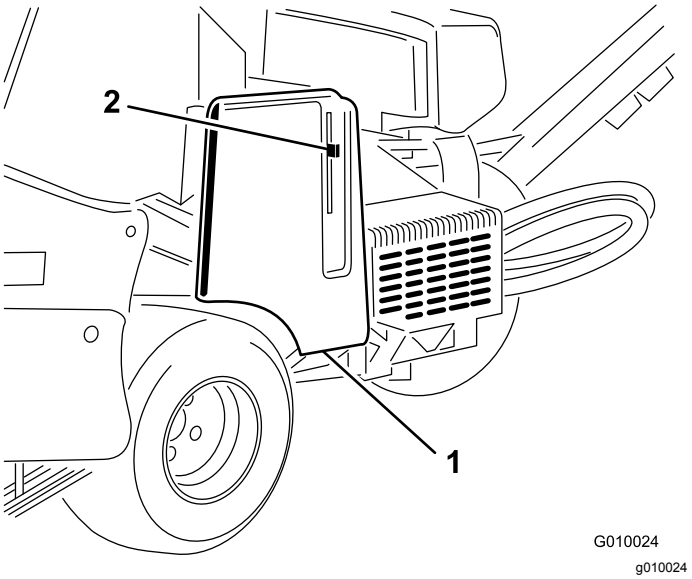

Rysunek 18
2. Odblokuj i zdejmij pokrywę paska (Rysunek 18).